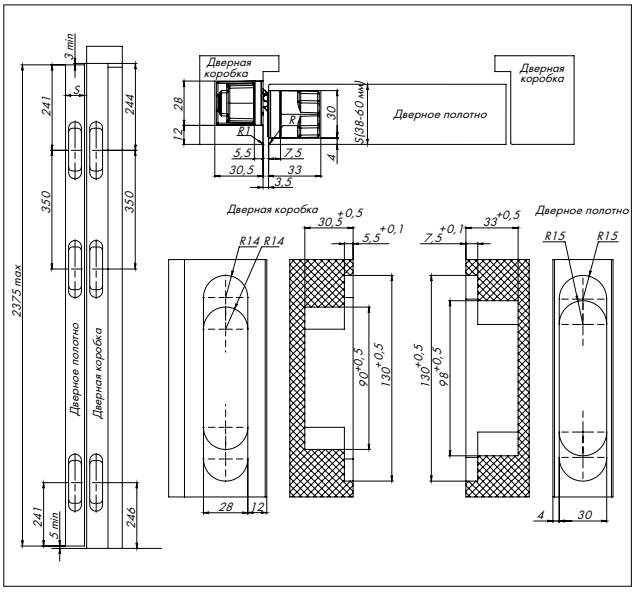

Рис. 2 — Размеры пазов под петли
1. Определить количество устанавливаемых петель исходя из массы дверного полотна и наличия доводчика и/или дверного упора. Отфрезеровать установочные пазы под петли в дверном полотне и в дверной коробке (рис. 2).